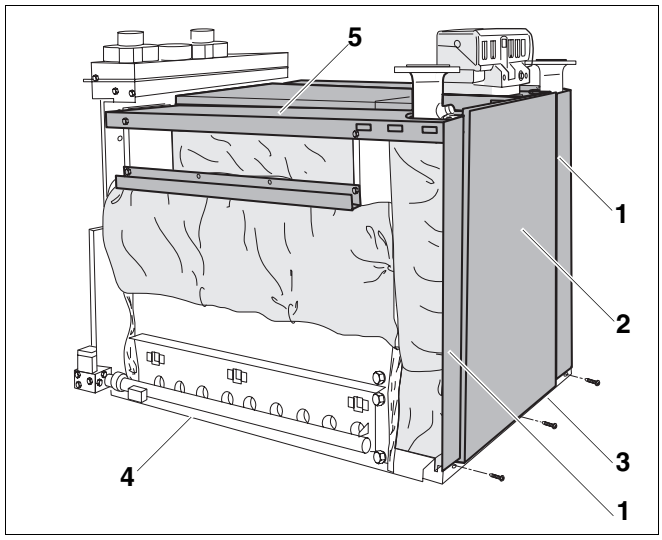

Afb. 84 Onderdelen ketelmantel monteren
- De beide smalle zijdelingse voorwanden (afb. 84, **pos. 1**) worden onderaan tussen de langs- (afb. 84, **pos. 4**) en dwarssokkel (afb. 84, **pos. 3**) geplaatst en boven aan de zijdelingse ketelafdekkappen (afb. 84, **pos. 5**) gehangen.
- De voorwand (afb. 84, **pos. 2**) wordt onderaan tussen de smalle zijdelingse voorwanden (afb. 84, **pos. 1**) en de dwarssokkel (afb. 84, **pos. 3**), evenals bovenaan in de voorste ketelafdekkap gestoken.
- Schroef de voorwand onderaan met een schroef met vlakke kop 3,9 × 9,5 aan de dwarssokkel (afb. 84, **pos. 3**).
- Schroef de beide smalle zijdelingse voorwanden (afb. 84, **pos. 1**) aan de langssokkels (afb. 84, **pos. 4**) met schroeven met vlakke kop 3,9 × 9,5 vast.